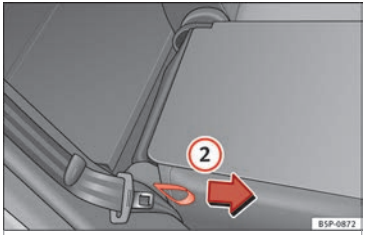

Fig. 82 Lifting the rear seat backrests.
– Pull the loop on the side of the seat ››› Fig. 82 ② in the direction of the arrow and lift the seat backrest until it is in place.